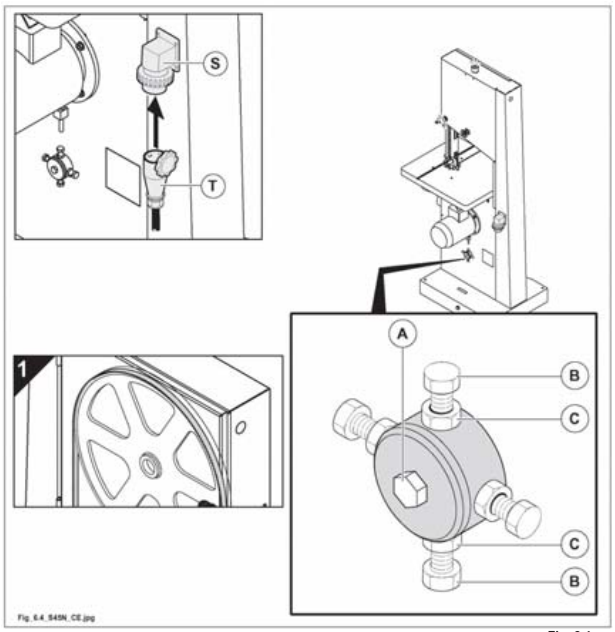

Fig. 6.4
per un corretto funzionamento i denti della lama devono sporgere dal bordo dei volani (vedi "1" fig. 6.4).
- Allentare leggermente la vite (A fig. 6.4).
- Allentare i dadi (C fig. 6.4).
- Agire sulle viti (B fig. 6.4) per registrare l'asse del volano inferiore in modo che la lama si posizioni con i denti fuori dalla gomma del volano.
- A regolazione avvenuta serrare i dadi (C fig. 6.4) e la vite (A fig. 6.4).